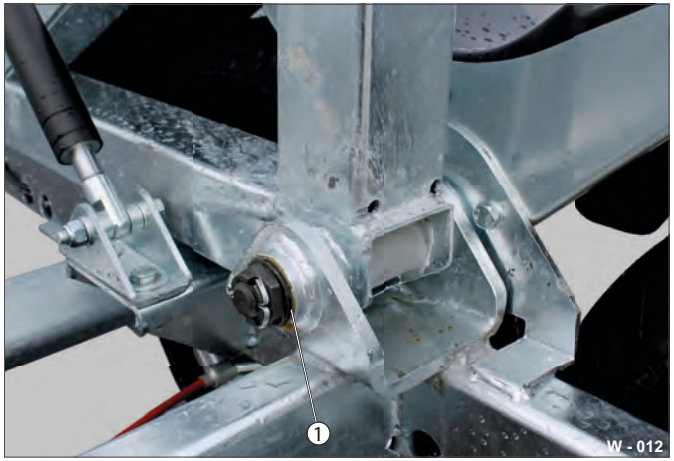

Fig. 12 Leje-/smørested tromlestativ
▶ Tip tromlestativet op og ned gentagne gange - fedtet fordeler sig i lejestedet (Fig. 12 /1).